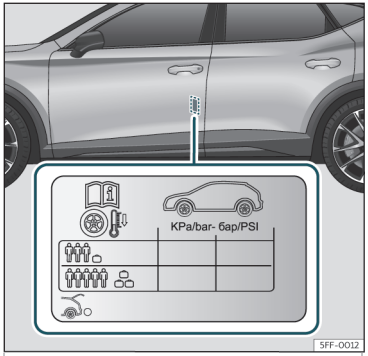

Fig. 193 Location of the tyre pressure sticker.
- Adjust tyre pressure to the load being carried by the vehicle››› **Fig. 193**.
The tyre inflation pressures are listed on a sticker on the rear of the front left door frame››› **Fig. 193**.
The tyre pressure must be adjusted according to the load the vehicle is carrying. If the vehicle is going to carry the maximum load, the tyre pressure should be increased to the maximum value indicated on the sticker ››› **Fig. 193**.
In the case of a minimised temporary spare wheel (125/70 R18) inflate to a pressure of 4.2 bar as indicated on the tyre pressure label››› **Fig. 193**. »
- **The driver is responsible for ensuring that all of the vehicle tyres are correctly inflated to the right pressure. The recommended tyre pressure is indicated on the label ››› Fig. 193.**
- **When the tyres are cold, tyre pressure should be that indicated on the label ››› Fig. 193.**